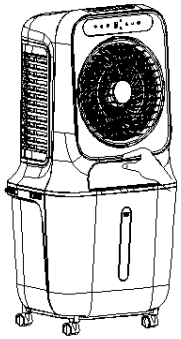
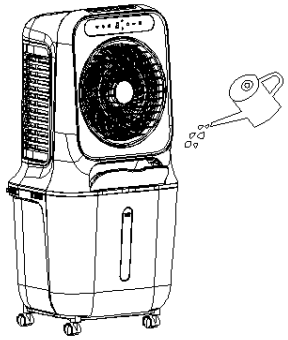

Figure 1
Figure 2
(1) Before adding water, open the water inlet gate and slowly pour water into the water tank (Figure 1 and Figure 2): After adding the water, close the water gate again.